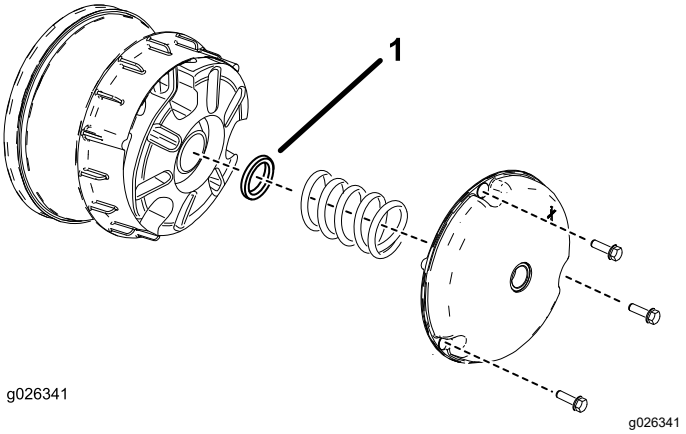

Bild 63
2. Entfernen Sie die Schrauben, mit denen die Abdeckung der Hauptkupplung befestigt ist, wie in Bild 63 abgebildet.